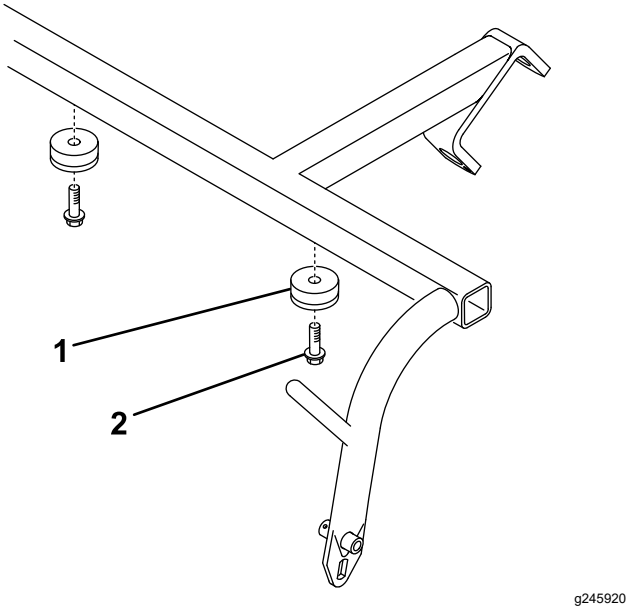

図 3
5. プルフレームの下側に、タップねじ2本でバンパー 2 個を固定する図 3。